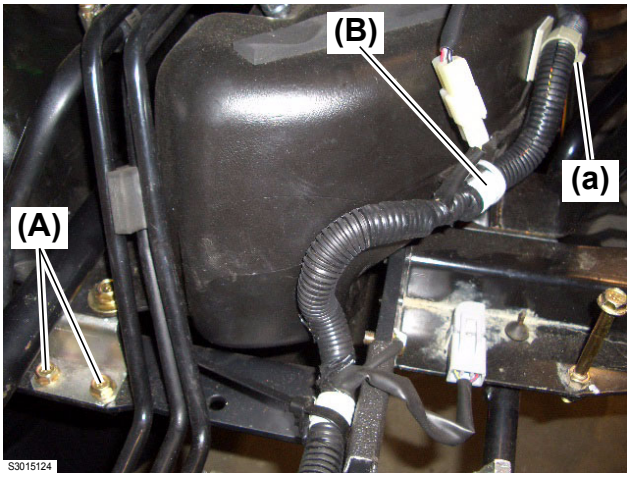

Fig. 5
5. Remove the two (2) M8 × 16 mm (L: 0.6 in.) bolts **(Fig. 5, (A))** and cut the harness band **(Fig. 5, (B))**.